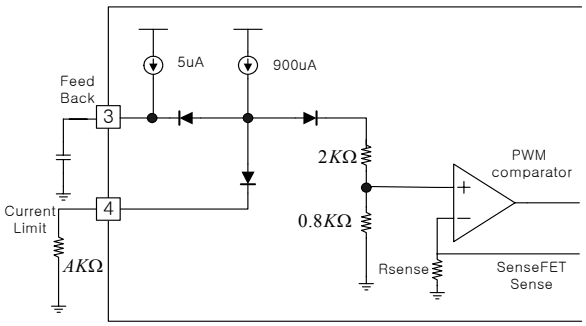

Figure 12. Peak current adjustment
8. Adjusting Current limit function: As shown in fig 12, a combined 2.8kΩ internal resistance is connected into the non-inverting lead on the PWM comparator. A external resistance of A on the current limit pin forms a parallel resistance with the 2.8kΩ when the internal diodes are biased by the main current source of 900uA.